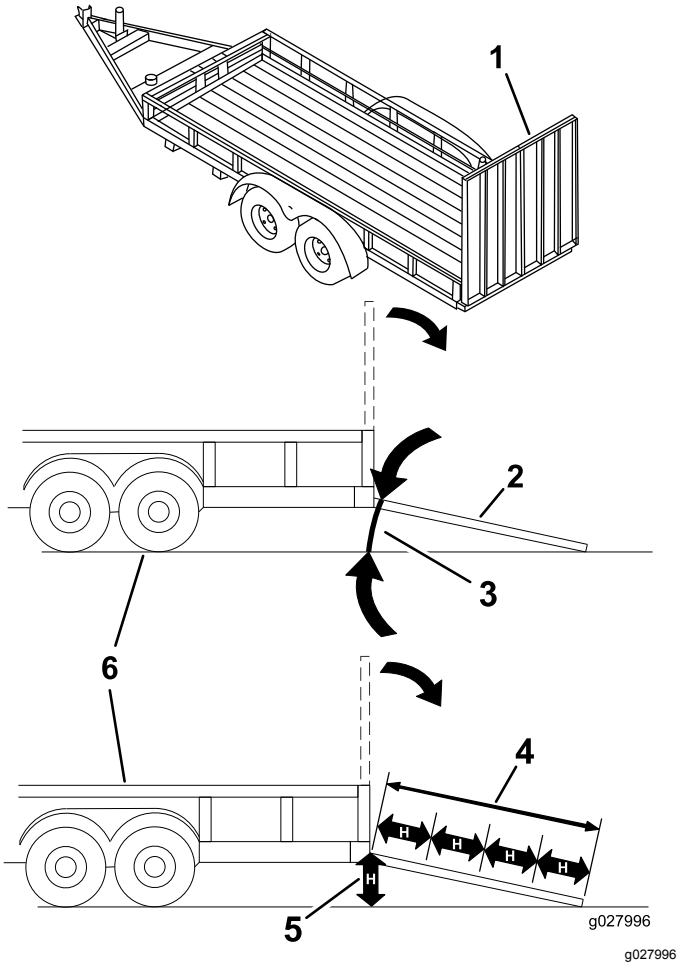

Figuur 43
Als een machine wordt geladen op een aanhanger of een vrachtwagen, wordt de kans vergroot dat de machine kantelt. Dit kan ernstig lichamelijk letsel of de dood veroorzaken (Figuur 43).
3. Laat de oprijplaat zakken; zorg dat de hellingshoek van de oprijplaat ten opzichte van de grond niet groter is dan 15 graden (Figuur 43).
1. Laat de oprijplaat zakken; zorg dat de hellingshoek van de oprijplaat ten opzichte van de grond niet groter is dan 15 graden (Figuur 43).